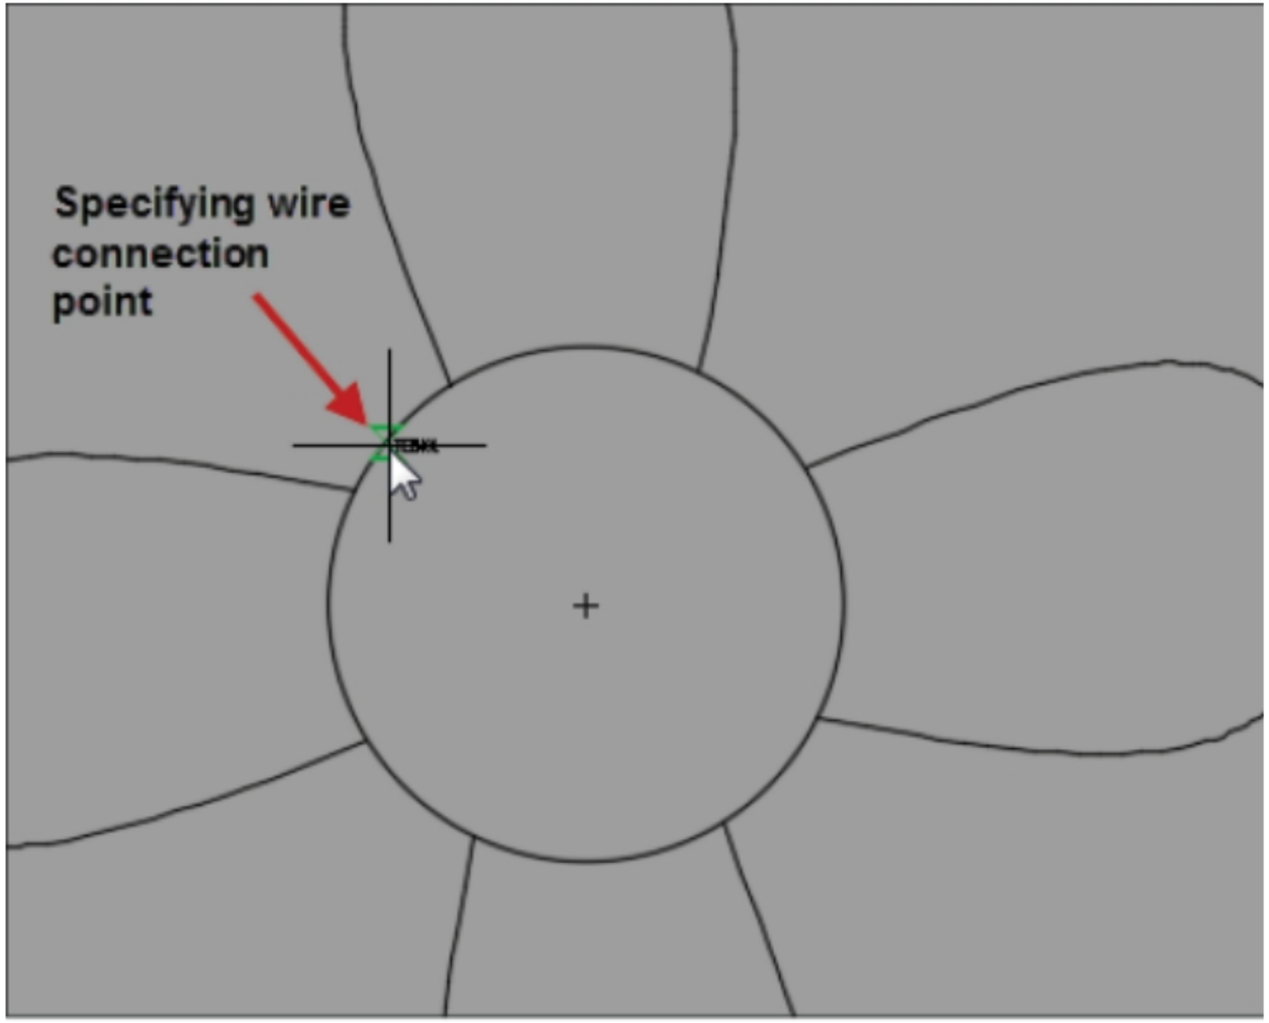

Figure-54. Specifying wire connection point
- Click on the object to specify the point; refer to Figure-54.